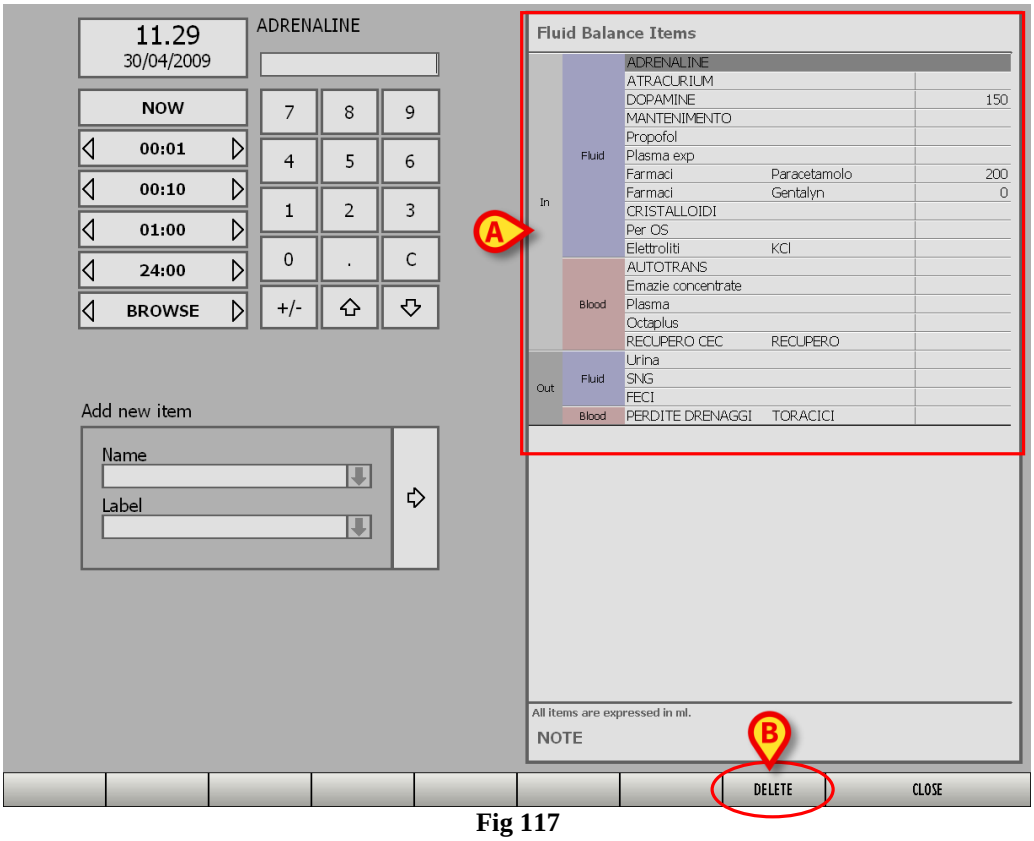

Fig 117
The relating values are displayed in the "Fluid Balance items" table (Fig 117 **A**). The **Delete** button on the command bar activates (Fig 117 **B**).
- Click **Yes**. All the items on the "Fluid balance items" table (Fig 117 **A**) are this way deleted. The corresponding column on the table on the main screen is also deleted.